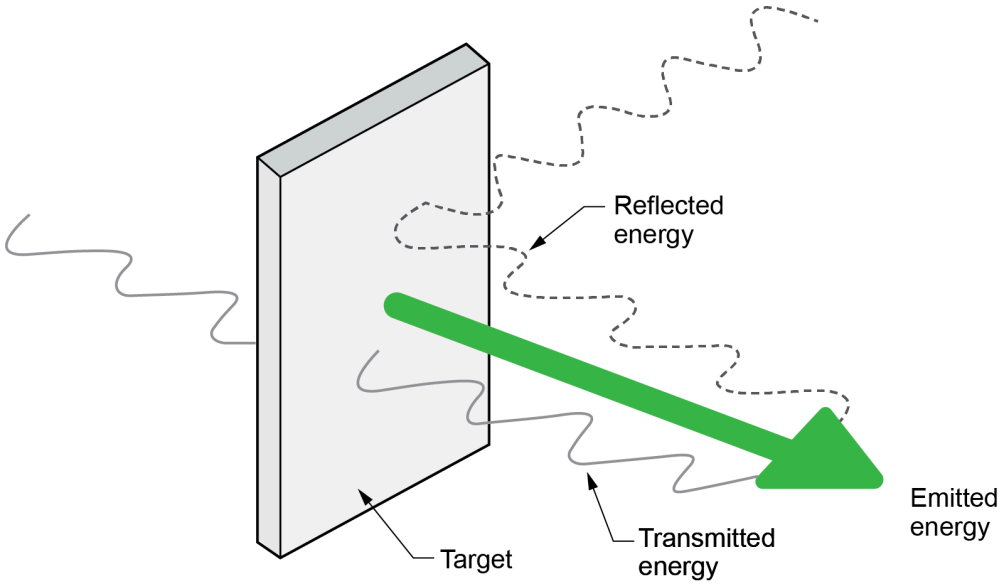

Figure 13 *Emitted energy. (Skilled Trades, 2021; adapted from Fluke, 2010). Used with permission.*
A **pyrometer**, by definition, refers to any remote-sensing thermometer. The modern pyrometer is a device that can determine the temperature of a surface from a distance, with no need for contact with the object. A pyrometer determines the temperature of a surface by the amount of thermal radiation it emits, which increases with temperature (Figure 13). The most common hand-held type is the **infrared (IR) thermometer**, which detects the invisible thermal infrared radiation the surface emits and translates the signal into a temperature reading.
- **Figure 13** was originally adapted for Skilled Trades BC (2021) by Trades Training BC from Fluke (2010). It is used under the Fair Dealing guidelines for educational purposes.